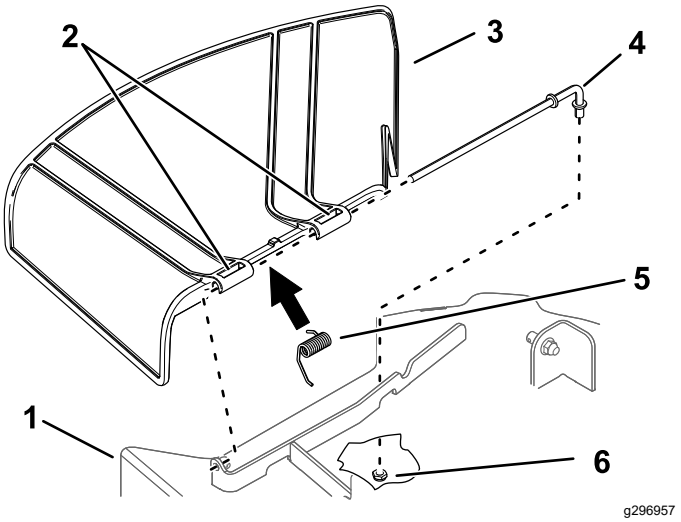

Figura 78
1. Remova a porca (⅜ pol.) da barra debaixo do cortador (Figura 78).
2. Deslize a barra para fora do suporte da plataforma, da mola e do defletor de relva (Figura 78).
4. Instale o novo defletor de relva (Figura 78).
7. Deslize a barra através do segundo suporte do defletor de relva (Figura 78).
9. Fixe a extremidade traseira da barra ao cortador com uma porca (⅜ pol.), como se mostra na Figura 78.